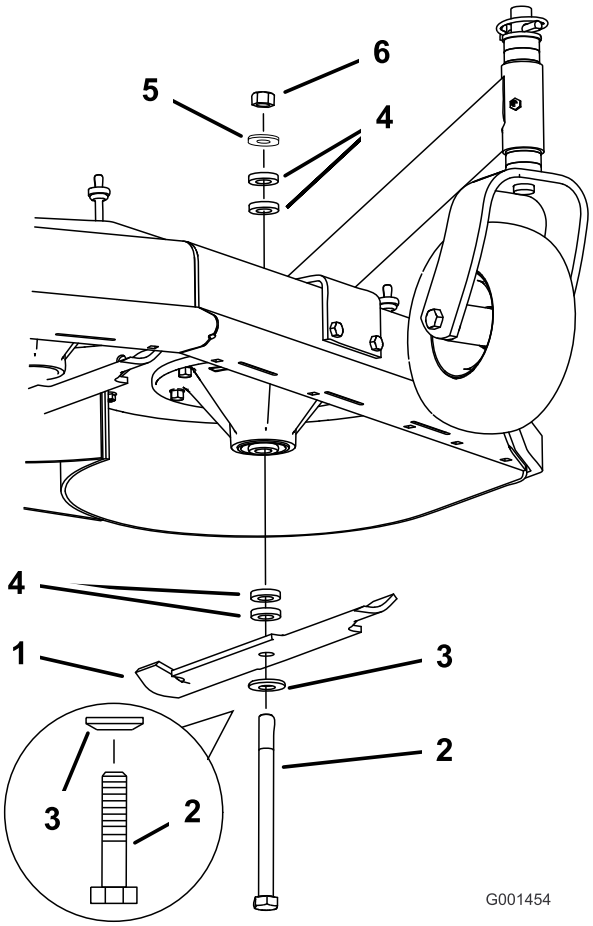

Figur 15
4. Håll fast knivbulten och avlägsna muttern. Skjut ned bulten genom spindeln och byt distansbrickor efter behov (Figur 15).
5. Montera bulten, den böjda brickan, kniven, lägg till extra distansbrickor och säkra dem med en tunn bricka och en mutter (Figur 15).